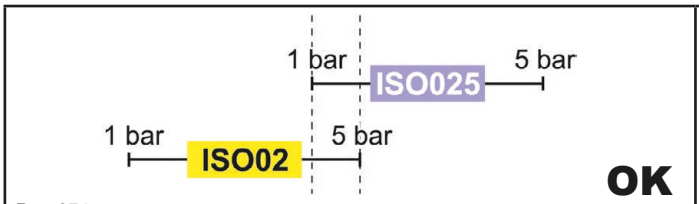

Rys. 274
- ***Dysze kompatybilne**: wydatkowanie z 1 barem dyszy ISO025 jest MNIEJSZE od wydatkowania z 5 barami dyszy ISO02 (Rys. 274).*